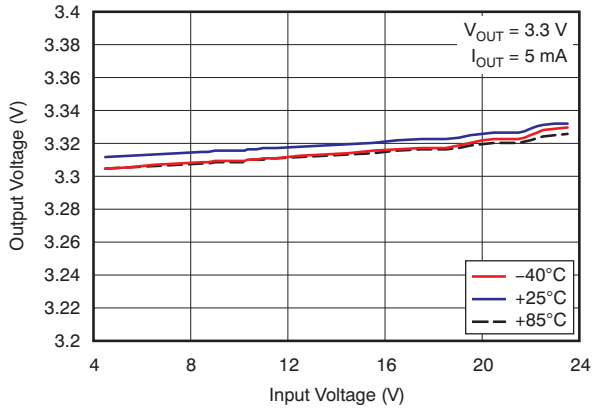

Figure 1. Line Regulation
- Corrected typo in front-page figure 1